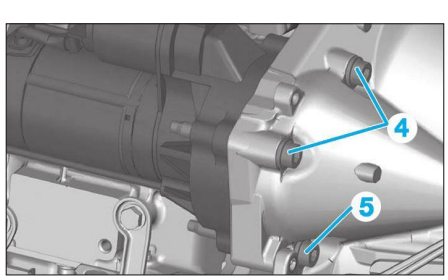

**Fig. 13**
• Déposer les vis (4) **(Fig.13)**.
• Maintenir le démarreur tout en déposant la vis (5).